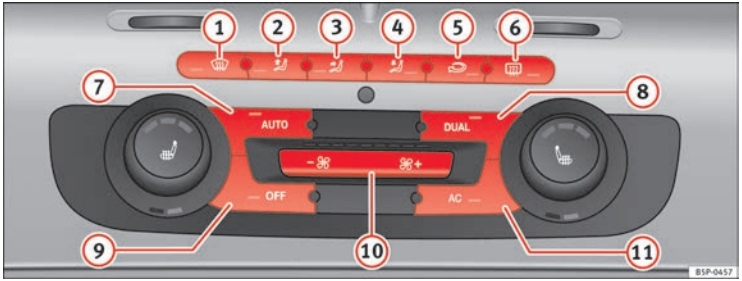

Fig. 135 On the dash panel: 2C Climatronic controls.
– To enter manual mode, press one of the buttons ⇒ fig. 135 (1) to (5) or press the air flow control (10). The selected function is shown on the radio or navigator display.
– Press the button ⟲ ⇒ page 169, fig. 135 (2) to switch air recirculation mode on or off. It is switched on if the following symbol appears in the display ⟲.